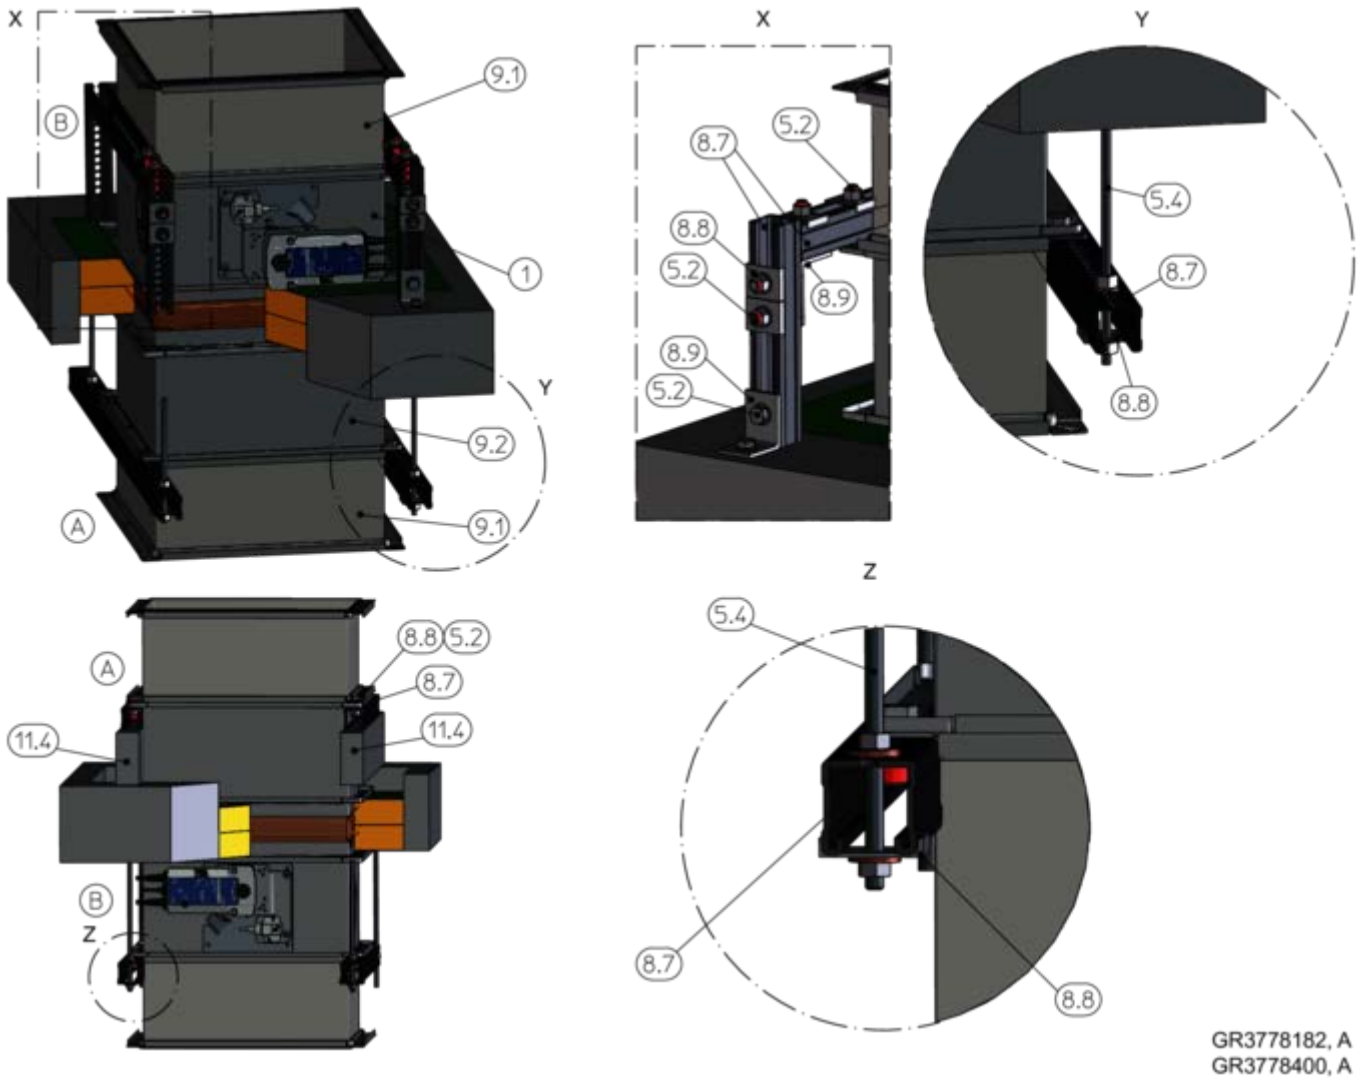

Fig. 41 : Montage avec couche anti-incendie, FKA2-EU suspendu ou vertical
- Le montage du clapet coupe-feu dans des gaines verticales avec une couche anti-incendie de EI 90 S exige la fixation du clapet au-dessus et sous la dalle de plafond, voir Fig. 41 . Le clapet doit être suspendu le long des côtés les plus courts de la virole, dans la mesure du possible.